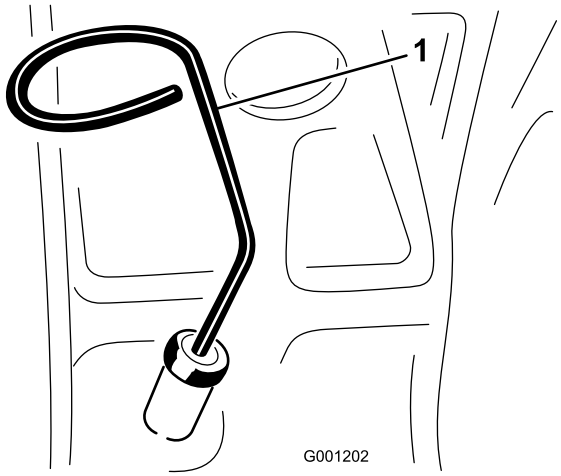

**Figur 22**
2. Ta bort oljestickan (Figur 22), torka av den och sätt tillbaka den. Ta ur oljestickan och kontrollera oljenivån. Oljenivån ska nå upp till markeringen Full på oljestickan.